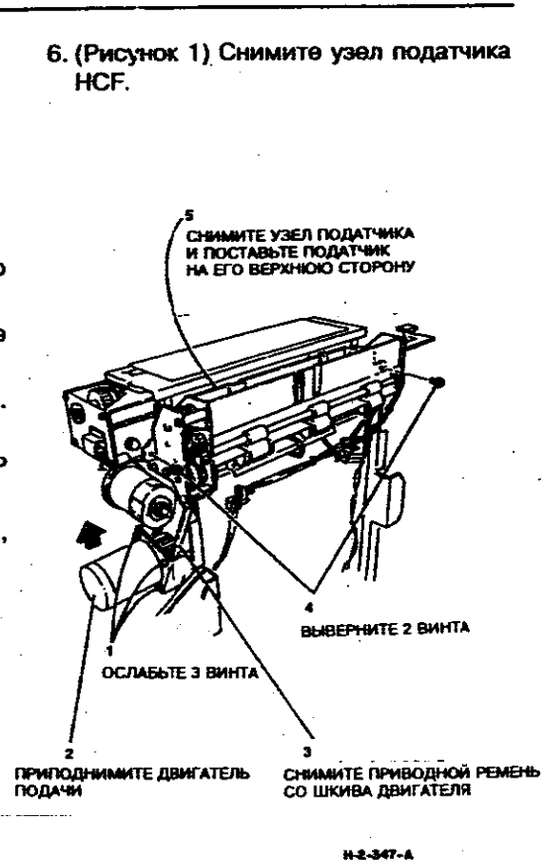

**Рисунок 1. Снятие узла податчика HCF**
6. (Рисунок 1) Снимите узел податчика HCF.